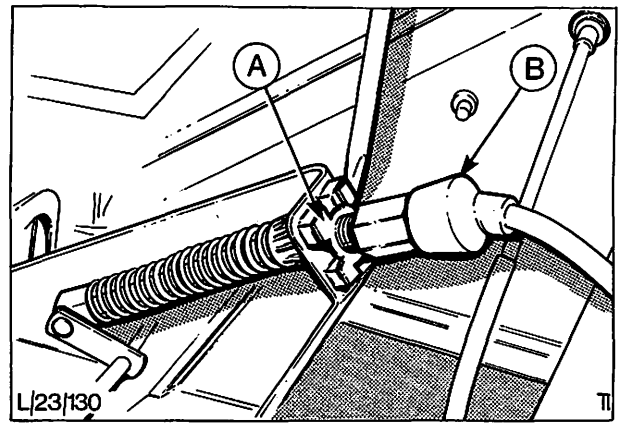

Abb. 203 Lösen der Halteklammer – Vergaser-Betätigungszug
b) Um den Betätigungszug vom eingebauten Halter zu lösen, Klammer herausdrücken, Abb. 203, dann angefertigtes Werkzeug so einschieben, daß die 4 Stifte der Klammer niedergedrückt werden.